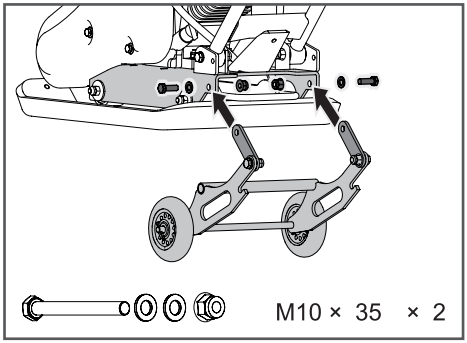

Рис. 6 Установка транспортировочной тележки
1. Совместите отверстия в соединительных пластинах тележки и раме виброплиты, как показано на Рис. 6, и вставьте в отверстия болты M10 из комплекта крепежа тележки и закрутите гайки.